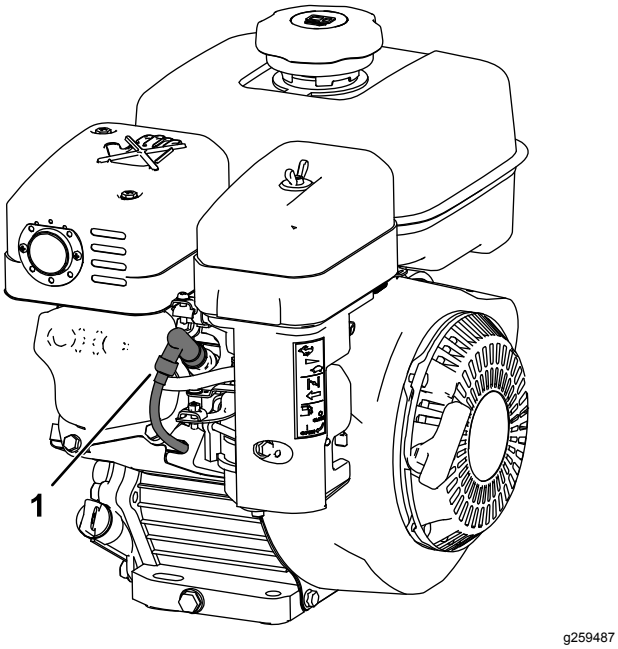

Rysunek 5
5. Odłącz przewód od świecy zapłonowej (Rysunek 5).